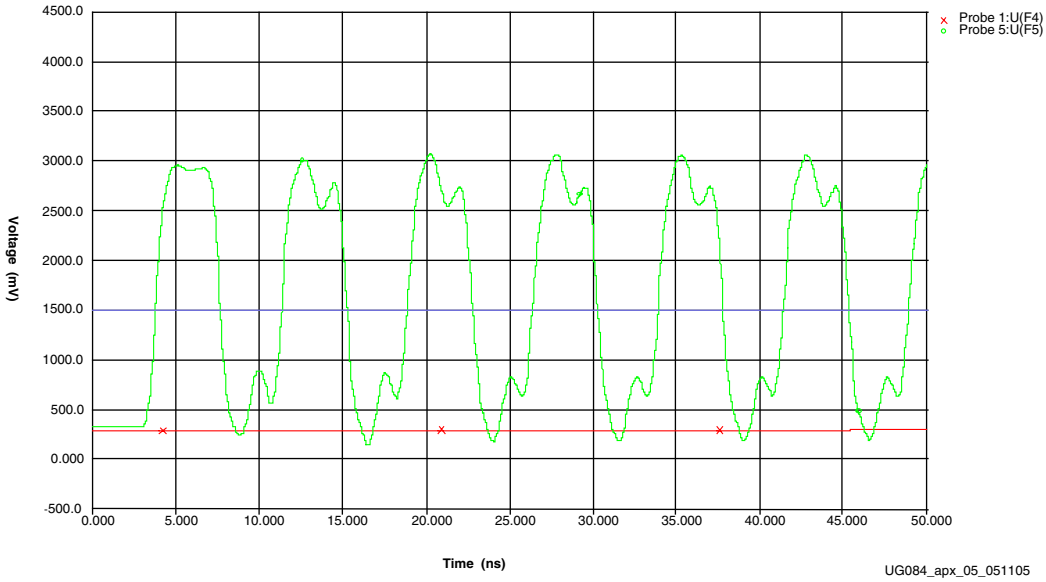

Figure A-5: **Bottom Jumper is a Transmission Line (Hard Routed through the Net)**
- Figure A-5, Bottom Jumper is a Transmission Line (Hard Routed through the Net)
In Figure A-5, the waveform shows destination pin U10.D2.